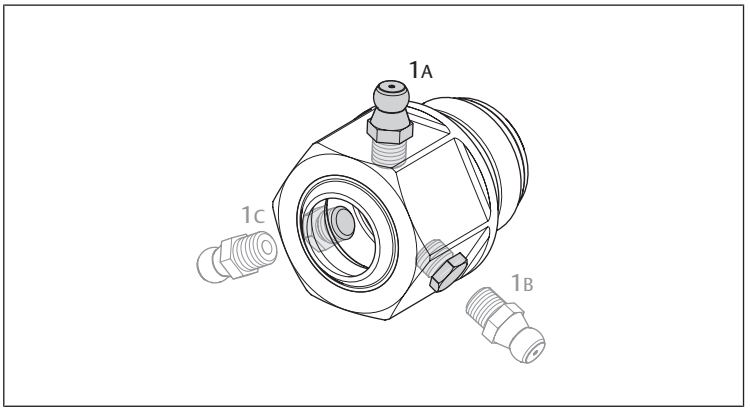

Fig. 5: Posiciones posibles del lubricador
- Compruebe la posición del lubricador (véase → Fig. 5).